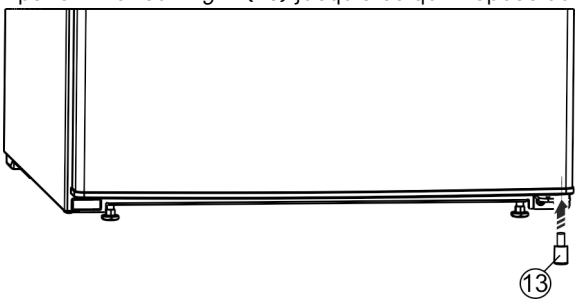

Fig. 11
- ▶ Réinstaller la butée *Fig. 11 (13)*en bas à droite sur le porte, car elle joue un rôle important dans la stabilité de l'appareil.